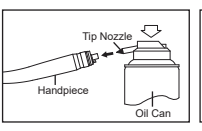
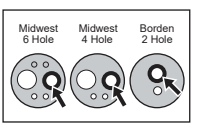

Fig. 17
Fig. 18
3) Insert the tip nozzle into the drive air port of the handpiece (Fig. 17). Hold the handpiece and spray for approximately 2~3 seconds. Apply lubricant until it expels from the handpiece head for at least 2 seconds (Fig. 18).